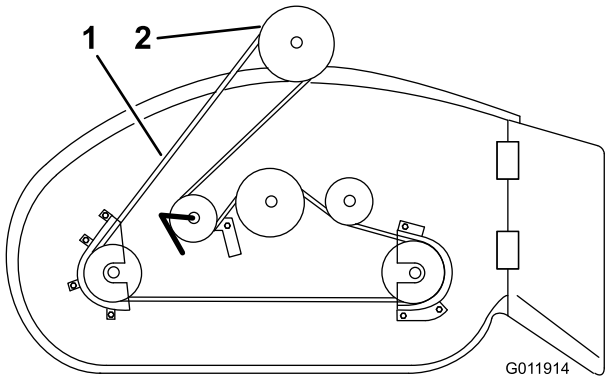

Figura 6
3. Montate la cinghia del tosaerba sulla puleggia della frizione elettrica (Figura 6).